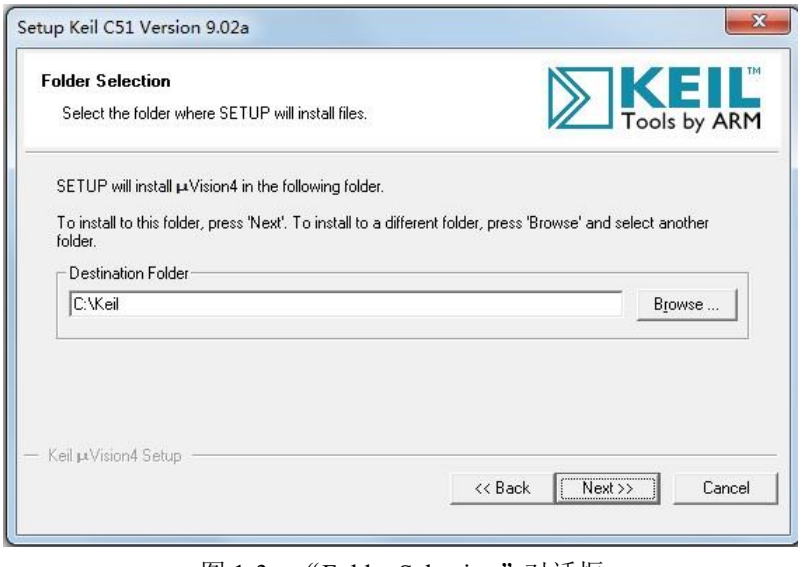

图 1-3 “Folder Selection”对话框
3、点击“Next”按钮，弹出“Folder Selection”对话框，如图 1-3 所示。这里可以设置安装路径，默认安装路径在“C:\Keil”文件夹下。点击“Browse...”按钮，可以修改安装路径，这里建议大家用默认的安装路径，如果你要修改，也必须使用英文路径，不要使用包含有中文字符的路径。